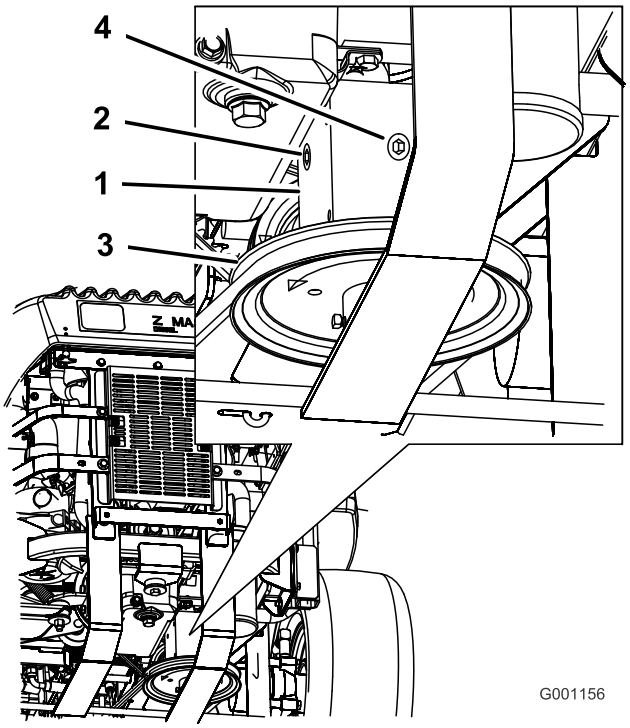

Figuur 63
4. Verwijder de plug aan de zij- of achterkant van de tandwielkast (Figuur 63).